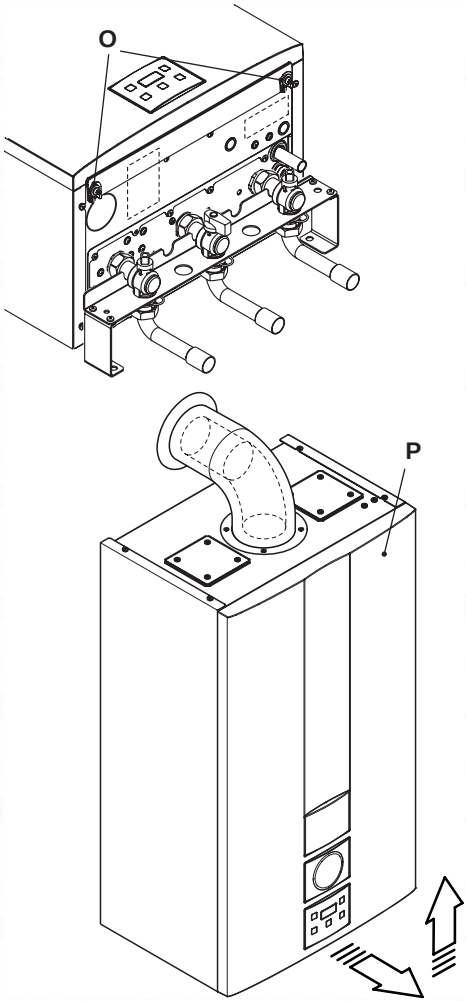

Fig. 6.13
- Unscrew screws "O" and remove the front panel "P" by pulling it and pushing it towards the top so that it is freed from the top housing Fig. 6.13.